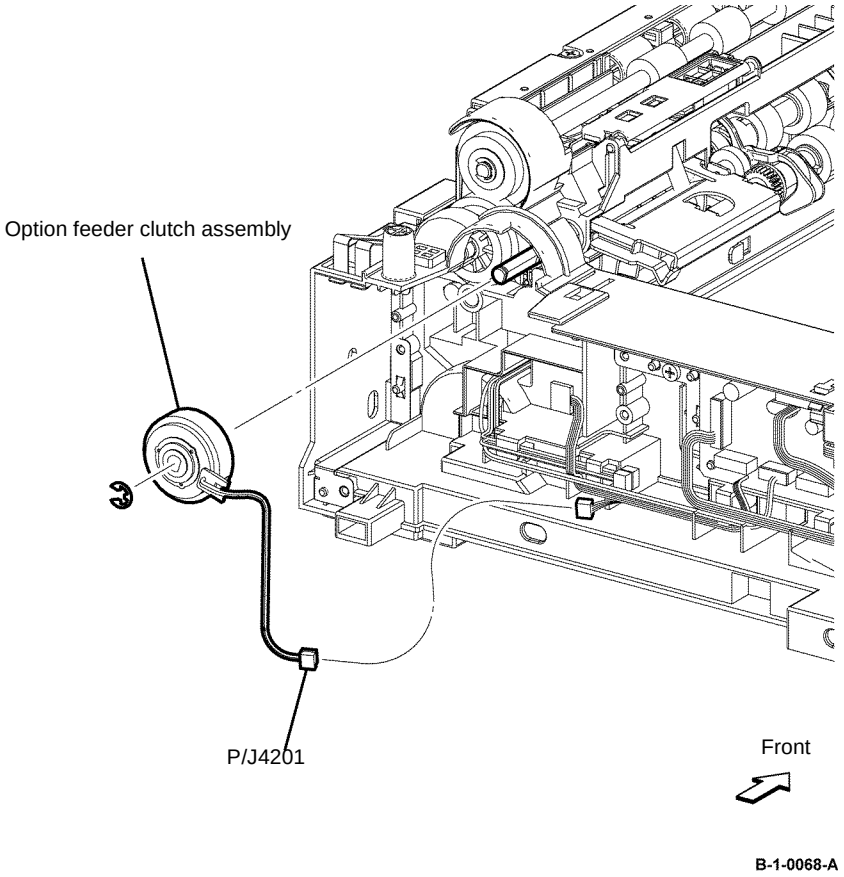

Figure 1 Option feeder clutch assembly removal
5. Disconnect PJ4201 from the option feeder clutch assembly, then release the harness from the harness guide on the frame, Figure 1.
6. Remove the E-ring that fixes the option feeder clutch assembly, then remove the option feeder clutch assembly, Figure 1.